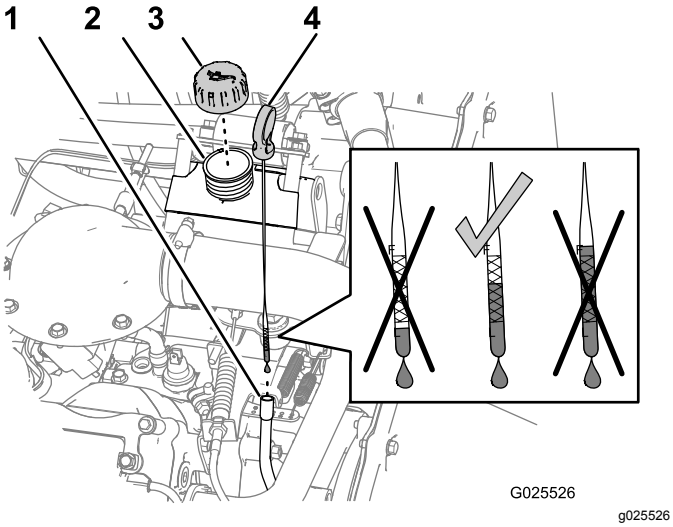

**Figur 42**
4. Ta ut peilestaven og tørk den med en ren fille (Figur 42).
6. Ta ut peilestaven, og kontroller oljenivået (Figur 42).
7. Hvis oljenivået er lavt, må du ta av tanklokket (Figur 42) og fylle på nok olje til nivået når opp til Full-merket på peilestaven.
8. Sett lokket på plass på påfyllingshalsen (Figur 42).
9. Sett peilestaven godt på plass igjen (Figur 42).